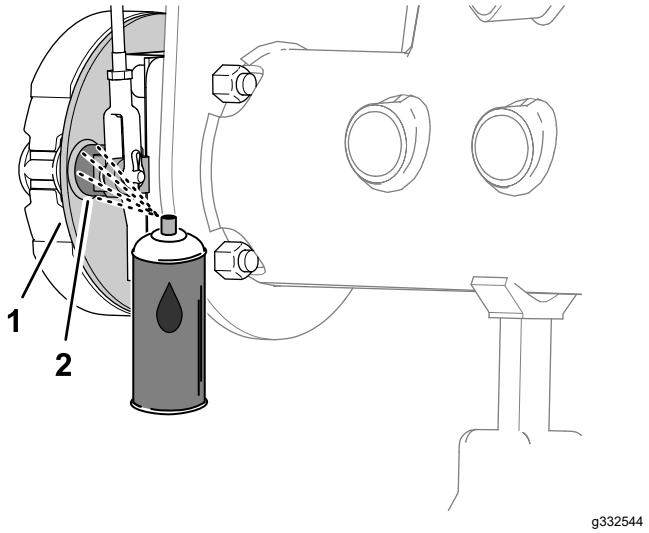
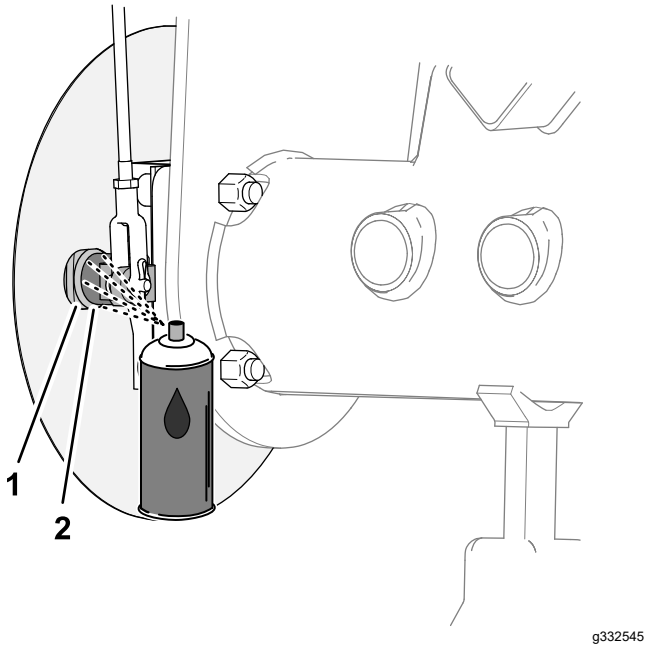

**Figur 65**
**Figur 66**
1. Spruta penetrerande olja mellan bromskamaxeln och fästplåten på insidan av bromsfästplåten (maskiner utan det valbara fälggrässkyddet) eller på insidan av hjulskyddet (maskiner med det valbara fälggrässkyddet) (Figur 65 eller Figur 66).